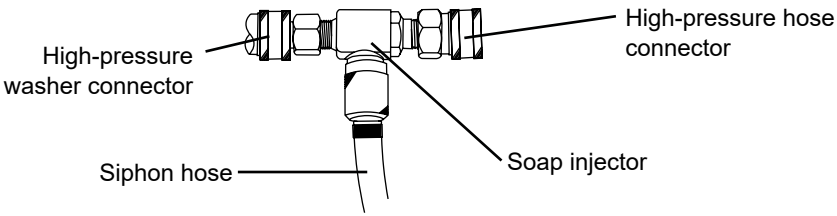

Fig. 1
1. Ensure that the outboard soap injector is connected to the washer high-pressure output. (Fig. 1)